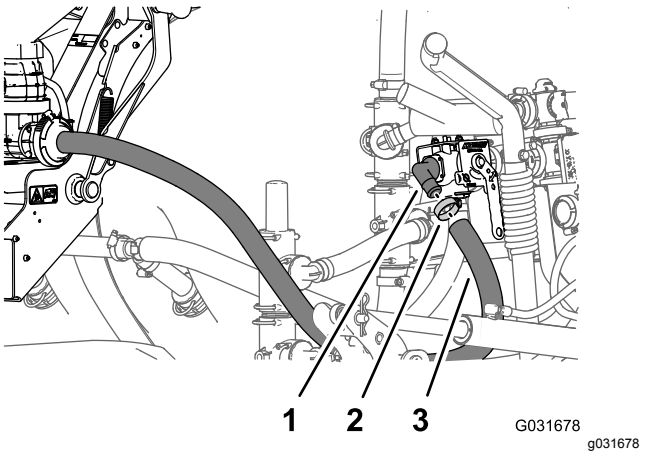

Figur 227
1. Rikta in den fria änden av ejektorns tillförselslang med vätskeavstängningsventilens 90-graderskoppling med hulling och montera slangen över kopplingen (Figur 227).